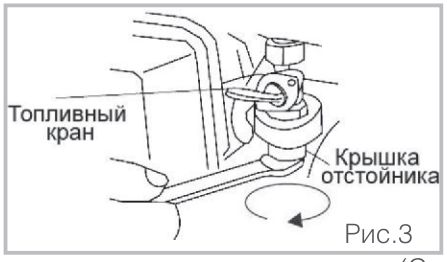

Рис.3
- Отверните болт крышки отстойника, расположенные снизу топливного крана при помощи гаечного ключа (См. Рис.3).